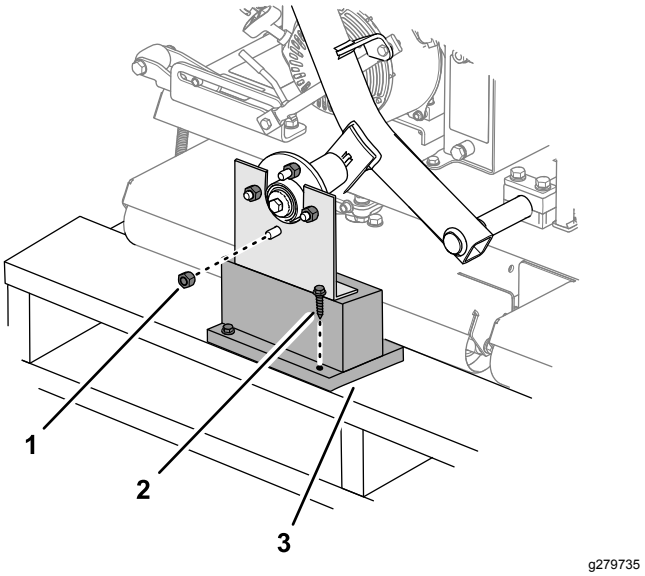

Figure 3
1. Retirez les écrous de roue qui fixent les moyeux au support d'expédition (Figure 3).
2. Retirez l'autre écrou de roue qui est vissé sur le goujon du moyeu (Figure 3).
3. Retirez les tire-fonds qui fixent les supports d'expédition à la palette et déposez le support (Figure 3).